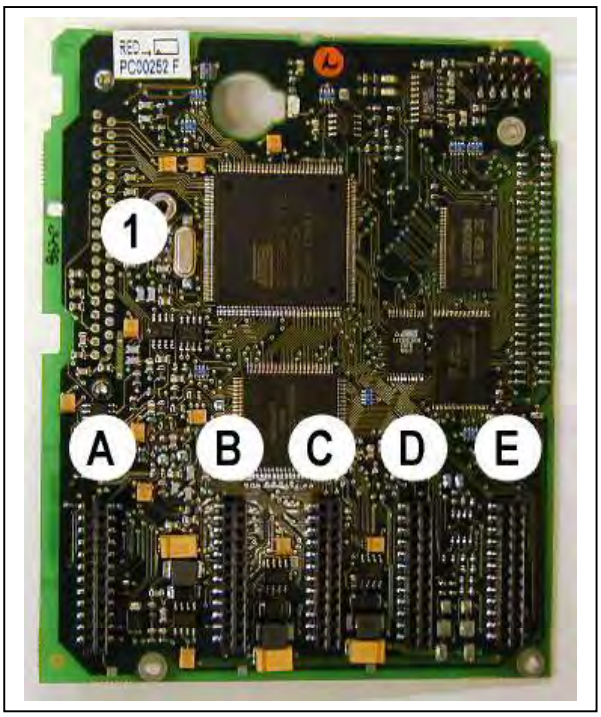
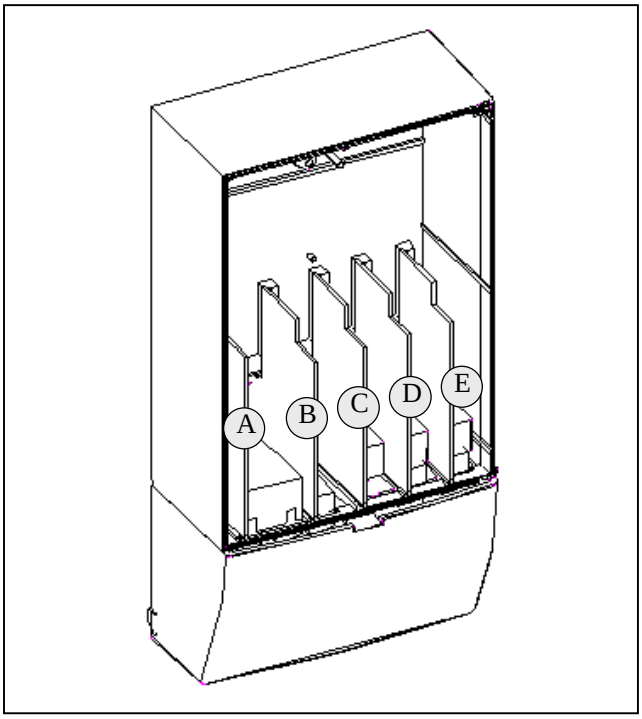

Figure 6-23. NX control board
Figure 6-24. Basic and option board connections on the control board
The control unit of the AC drive consists roughly of the control board and additional boards (see Figure 6-23 and Figure 6-24) connected to the five *slot connectors* (A to E) of the control board. The control board is connected to the power unit through a D-connector (1) or fibre optic cables (FR9).